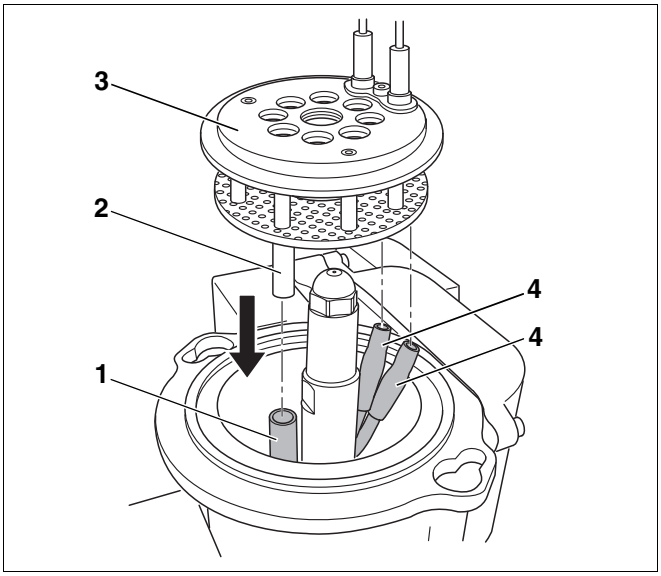

Abb. 36 Mischsystem montieren
- Mischsystem (Abb. 36, **Pos. 3**) wieder einsetzen.
- Zündleitungen (Abb. 36, **Pos. 4**) korrekt befestigen.
- Sichtrohr (Abb. 36, **Pos. 2**) in das Halterohr (Abb. 36, **Pos. 1**) schieben.